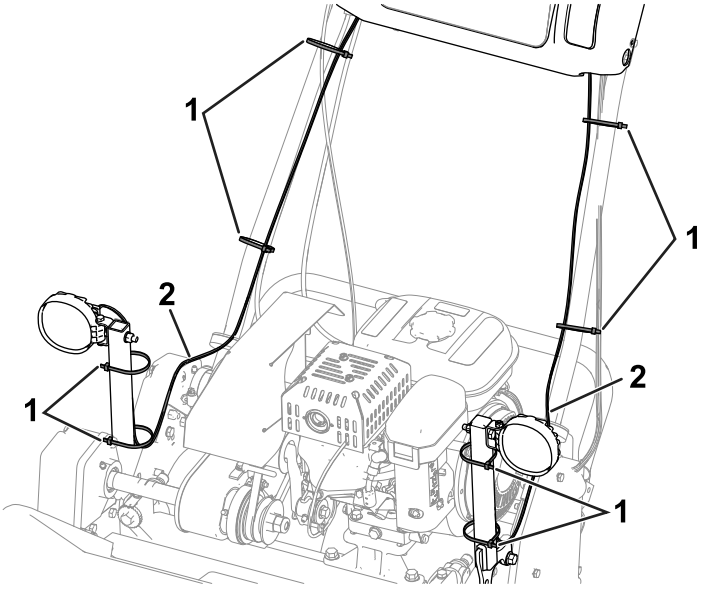

Рисунок 27
1. Используйте 8 кабельных стяжек для крепления жгутов проводов к машине (Рисунок 27).